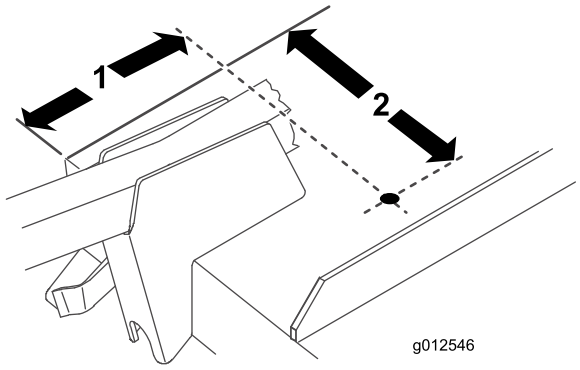

図 18
1. 図 18 に示す寸法に従って、デッキに直径 10.3mm の穴を1つ開ける。図中の寸法は、デッキの右前角および排出口のエッジから測定したものである。便宜上、ブロア用ブラケットは描かれていない。